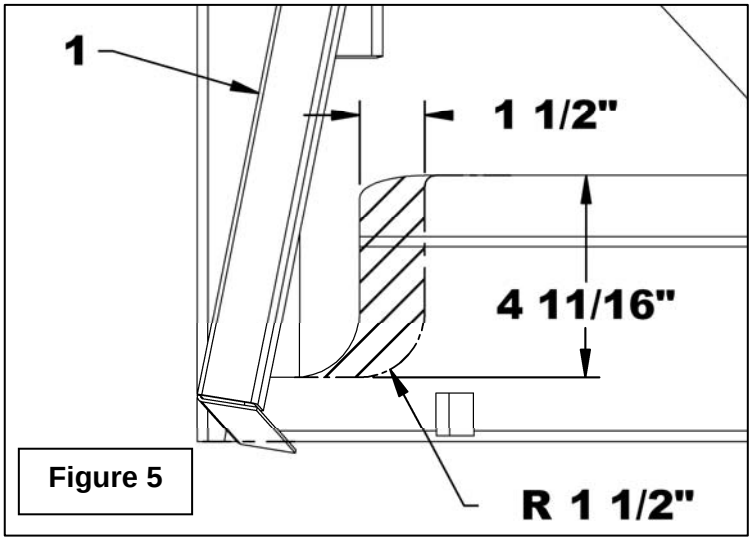

Figure 5
5. **Figure 5:** Open the rear cover (item 1) and draw lines in the dimensions of the hatched part on the fig.5. Cut the draw part and break the sharp corners with a file to avoid possible injury.